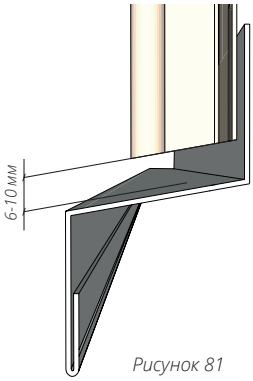

*Рисунок 81*
**18.1** Для красивого и эстетичного соединения панелей сайдинга между собой используйте Н-профиль, который монтируется вертикально, согласно общим правилам монтажа. В нижней части Н-профиль подрезается параллельно отливу с зазором 6-10 мм (рис. 81).